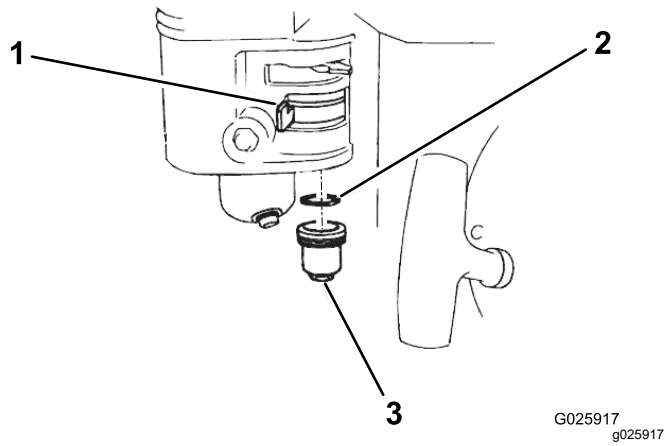

Figura 34
2. Spostate la valvola di intercettazione del carburante in posizione di SPEGNIMENTO (Figura 34).
3. Rimuovete la vaschetta di sedimentazione del carburante e l'O-ring (Figura 34).
6. Posizionate l'O-ring nella valvola di intercettazione del carburante e montate la vaschetta di sedimentazione (Figura 34). Serrate saldamente la vaschetta di sedimentazione.